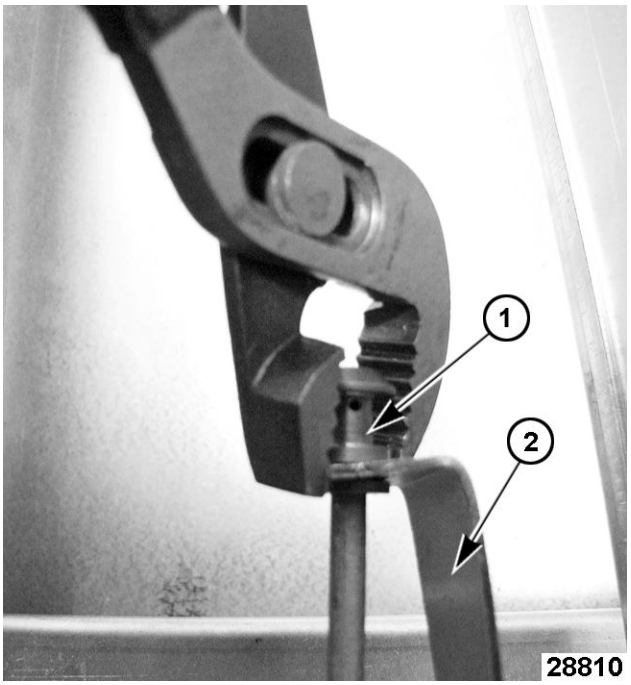

**Fig. 75**
5. Remove pilot tube assembly (1, Fig. 75) from pilot bracket (2, Fig. 75). Use pliers to separate as needed.